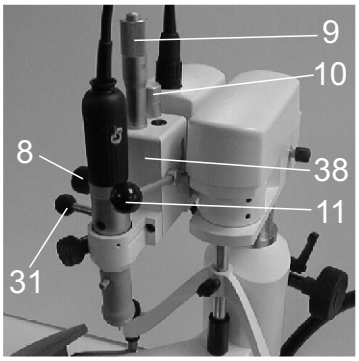

Abb. 2
El brazo fresador puede ajustarse a continuación a voluntad y volver a inmovilizarse. Una vez finalizado el trabajo, éste puede llevarse a su "posición de reposo" (fig. 2) (igualmente válido al no usarse el brazo articulado durante largo tiempo). Lleve el brazo fresador a esta posición (tope a la izquierda) antes de accionar el interruptor de red.
La palanca tensora (31) (fig. 2) en el husillo portafresas tiene que indicar hacia la izquierda, encontrándose la pinza portapieza cerrada; apriete el tornillo moleteado (13).